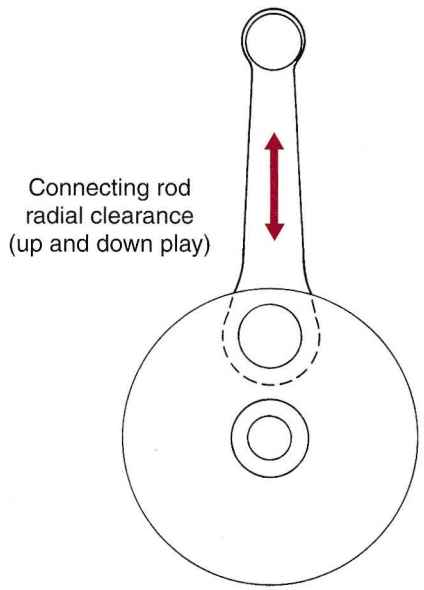

Figure 19-16. If radial clearance can be felt, the crankshaft is worn and must be rebuilt.
- Checking for rod bearing radial play, **Figure 19-16.**